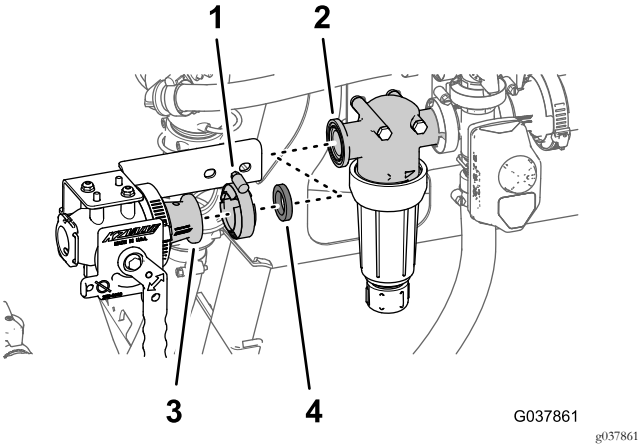

Figura 63
4. Alinee la brida de la válvula de cierre del eyector y la junta (25 mm x 35 mm) con la brida de la cabeza del filtro (Figura 63).
6. Monte la válvula de cierre del eyector en la cabeza del filtro (Figura 63) con una brida de fijación (40 mm – 64 mm).